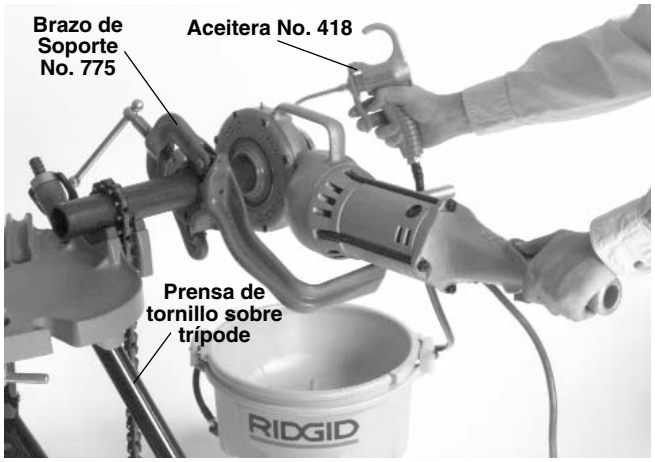

Figura 4 – Roscado de un tubo de 2 pulgadas con el Accionamiento ubicado al lado izquierdo de la Prensa de tornillo
3. Asegure que la Aceitera 418 esté llena de Aceite para Roscar RIDGID. Coloque la aceitera delante de la prensa de tornillo *(Figura 4)*.